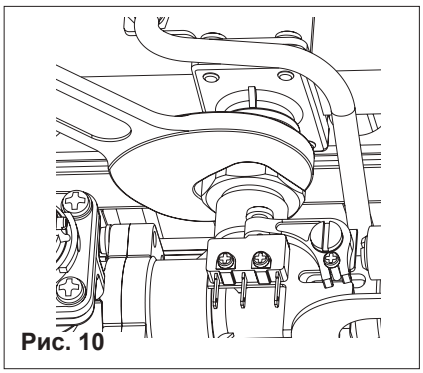

**Рис. 10**
- открутить гайку крепления основной горелки (рис. 10);